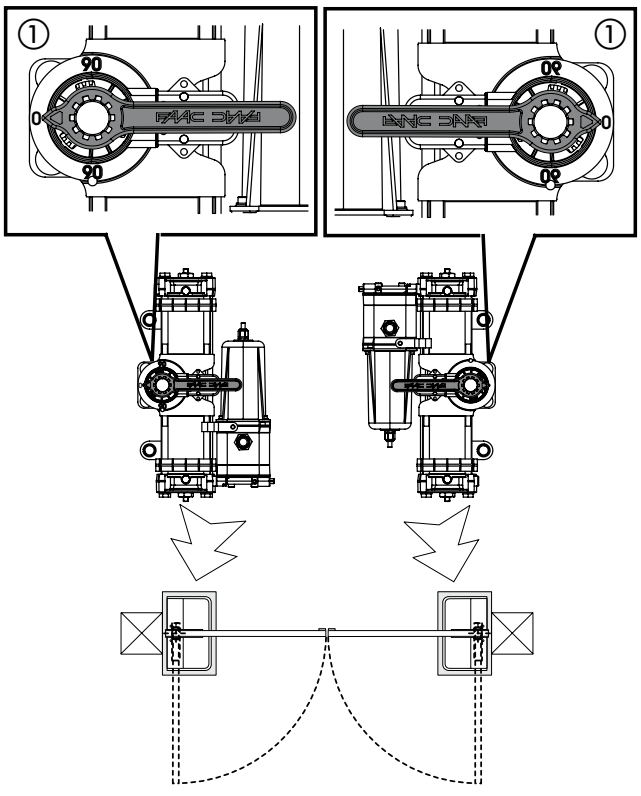

Fig.15
6) **Without moving the pinion**, insert the supplied key on the operator as shown in Fig.15, and make sure that it indicates 0 (ZERO) on the operator's plastic panel (Fig.15 ref.①). If necessary rotate the pinion.